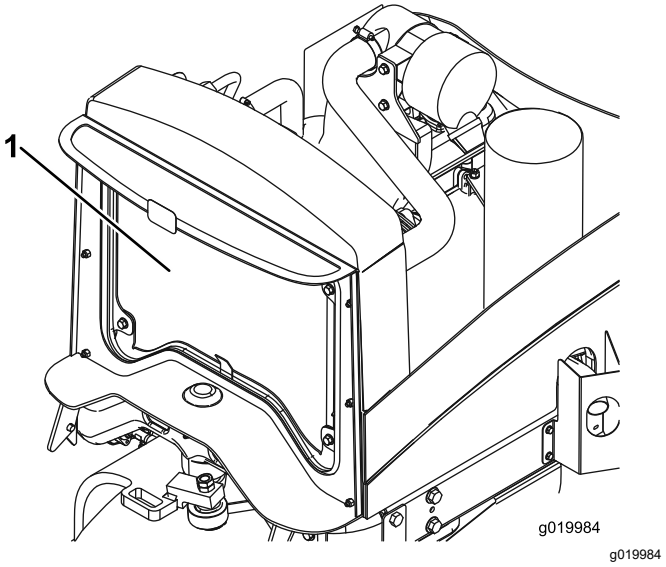

Rysunek 62
4. Dokładnie oczyść chłodnicę z obu stron sprężonym powietrzem (Rysunek 62).